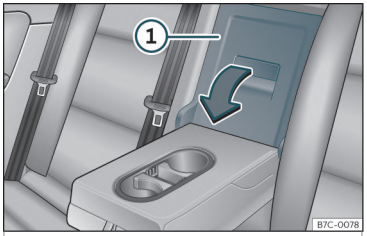

Fig. 120 Pe spătarul banchetei: deschiderea trapei.
- Trageți maneta de eliberare în direcția săgeții și împingeți capacul platformei»» **fig. 120** ① în jos și în față.